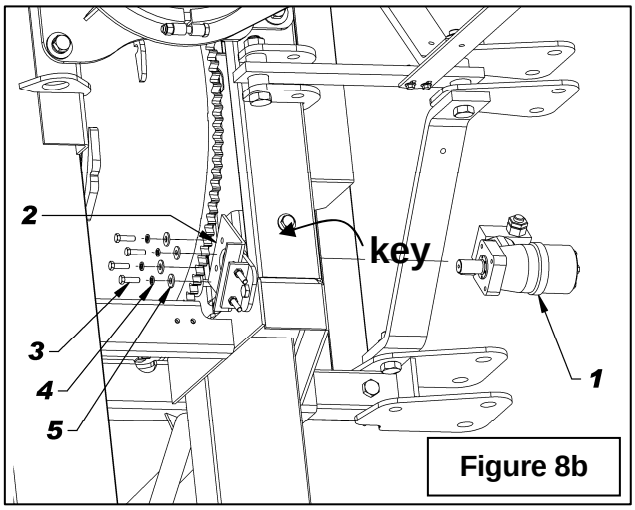
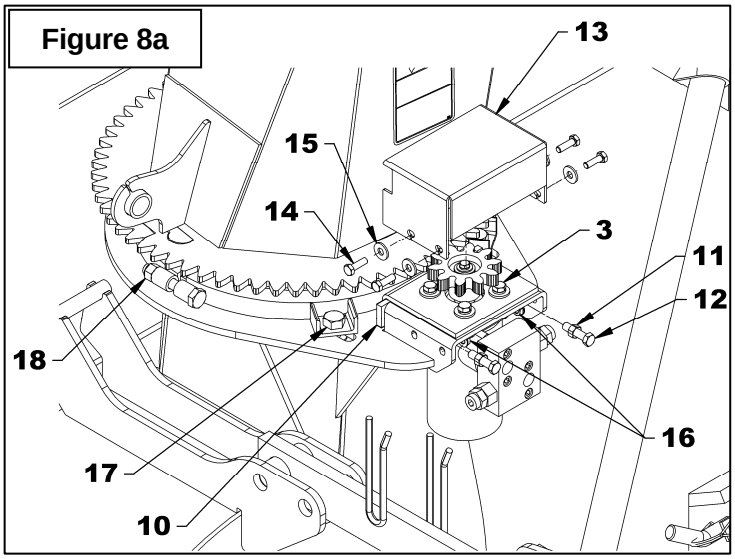

Figure 8b
Figure 8a
4. **Figure 8a:** Adjust the distance between the chute gear and the motor gear according to the following step:
- **A.** Slightly unscrew the two bolts (item 17) that hold the retaining plate.
- **B.** Screw the two nuts (item 18) simultaneously until the distance between the retaining plates and the chute base is leveled.
- **C.** Retighten the bolts (item 17) according to the ***"Torque Specification Table"***.
- **D.** Adjust the gears to a distance between 1/32" and 1/16" by screwing the two bolts (item 12). Secure with the nuts (item 11) moving them against the anchoring flat bar (item 10). Tighten the four bolts (item 3) at 30 lbs-ft (41 N-M).
5. **Figure 8b:** Remove the gear and one of the four 3/8"NC x 1 1/4" bolts (item 3) holding the motor, apply Loctite® 243 on the bolt threads and tighten at 33 ft-lb (45 N-M). Repeat the same procedure with the other three bolts.
6. **Figure 8a:** Reinstall the gear and the cover (item 13) with four 5/16" x 1" bolts (item 14), 3/8" flat washers (item 15) on the outside and 5/16" serrated flange nuts (item 16) on the inside. Tighten according to the ***"Torque Specification Table"***.